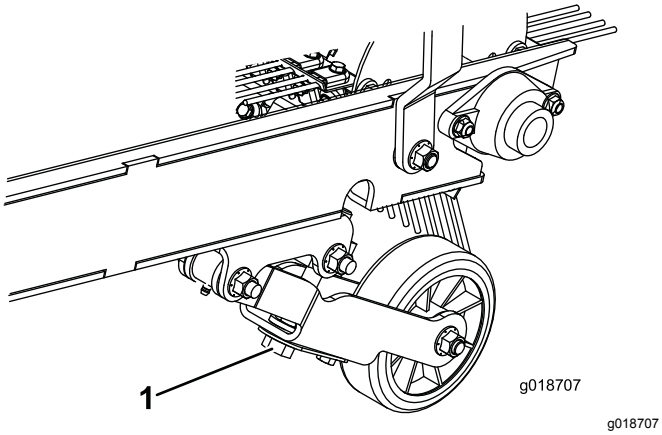

**Figur 10**
2. Vri dybdejusteringsbolten til rakens tupper berører toppen av gress. Hvis det er montert en børste, skal den ha lett kontakt med overflaten. Når børsten er i bruk, skal bredden på kontaktflaten være omtrent 25 mm over hele lengden av børsten (Figur 10).